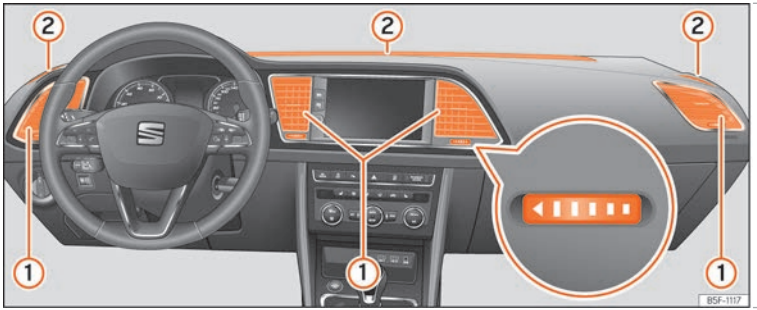

Fig. 198 On the dash panel air vents.
To ensure proper heating, cooling and ventilation in the vehicle interior, air vents ››› Fig. 198 ① should remain open.